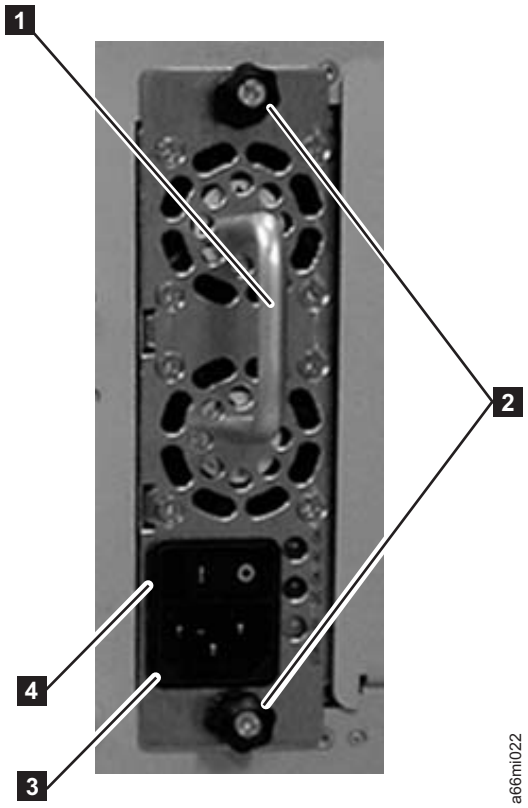

Figure 7-54. Power Supply
Attention: First, disconnect the power cord from the power source. Then, disconnect the power cord from the power supply receptacle (3 in Figure 7-54).
3. Loosen the two thumb screws (2 in Figure 7-54) by turning them counterclockwise.
4. Grasp the handle (1 in Figure 7-54) and slowly pull the power supply toward you, while supporting it from underneath.
1. Grasp the power supply handle (1 in Figure 7-54 on page 7-52) while supporting it from underneath. Then, line up the power supply with the guides in the slot, and carefully push the power supply into the library.
2. Tighten the two thumb screws (2 in Figure 7-54 on page 7-52) on the power supply by turning them clockwise.
Attention: First, connect the power cord to the power supply component (3 in Figure 7-54 on page 7-52). Then, connect the power cord to the power source.
4. Toggle the power switch (4 in Figure 7-54 on page 7-52) on the power supply to the I (ON) position.
2. Toggle the redundant power supply power switch (4 in Figure 7-54 on page 7-52) to the **O** (OFF) position.
3. Unplug the power cord from the redundant power supply receptacle (3 in Figure 7-54 on page 7-52).
4. Loosen the two thumb screws (2 in Figure 7-54 on page 7-52) by turning them counterclockwise.
5. Grasp the handle (1 in Figure 7-54 on page 7-52) and pull the power supply toward you. Support the component from underneath with your other hand.
3. Insert the redundant power supply by gripping the handle (1 in Figure 7-54 on page 7-52), sliding it into the guide slots, and pushing it into the empty slot.
4. Tighten the two thumb screws (2 in Figure 7-54 on page 7-52) that hold the redundant power supply in place.
5. Connect the power cord to the power supply (3 in Figure 7-54 on page 7-52) and to its source.
6. Turn ON power to the redundant power supply, using the switch (4 in Figure 7-54 on page 7-52) on the power supply.